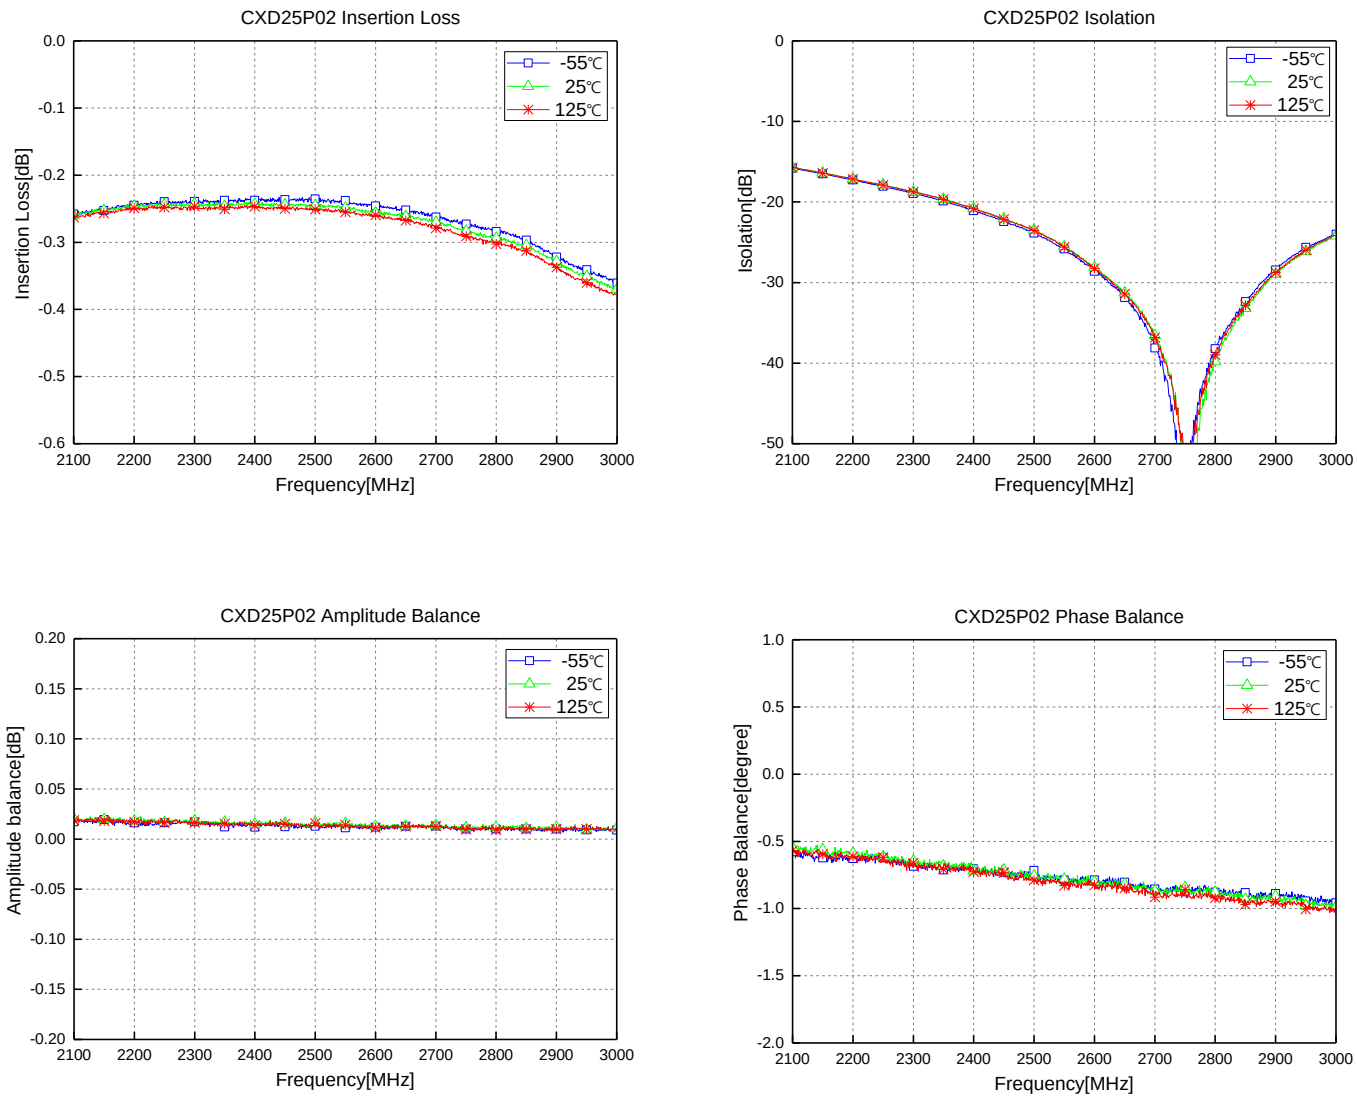

**Figure 4. Test Plots of Coupling and Transmission Loss, Insertion Loss, Isolation, and Phase Balance (-55 ºC, 25 ºC, and 125 ºC)**
***Figure 4*** shows the test plots of the insertion loss, isolation, amplitude balance, and phase balance for the CXD25P02. There are few variations for the specified frequencies and temperatures. These test plots result from the Case 1 configuration in *'Table 1. CXD25P02 Port Configurations'*. See *'PORT CONFIGURATIONS'* for more details.